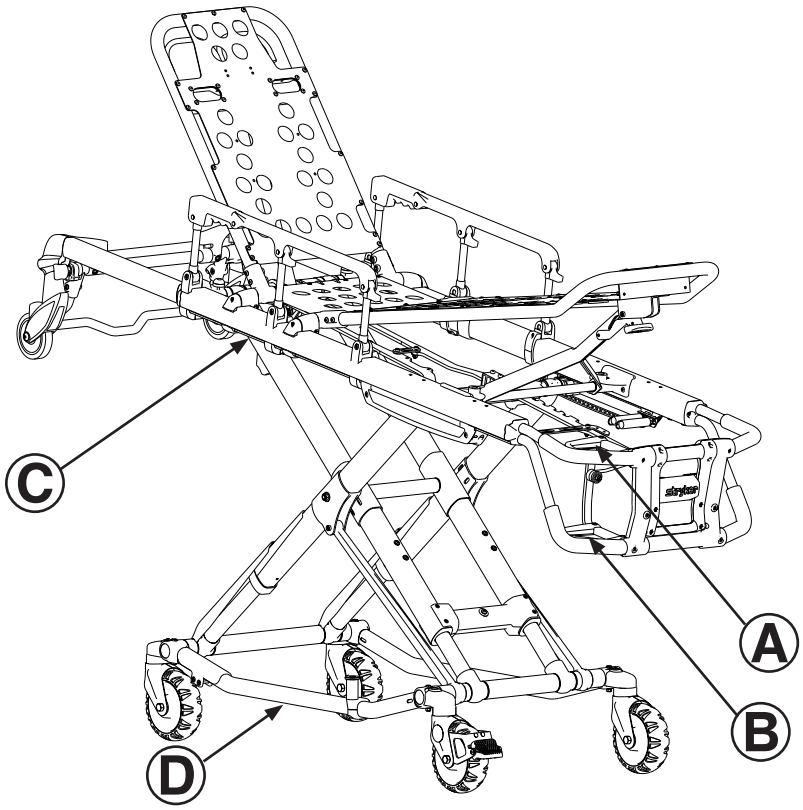

Figure 13
1. L’opérateur situé du côté pieds de la civière enclenche la poignée de libération (A ou B) tout en maintenant fermement les barres de soulèvement (cf. Figure 13).
2. L’opérateur à droite ou à gauche du patient (selon l’emplacement de la poignée de libération) attrape la poignée de libération située au milieu du plan de couchage (C). Les deux opérateurs doivent lever la civière jusqu’à ce que le poids ne porte plus sur le mécanisme de verrouillage (environ 6,35 mm - cf. figure 13).
4. **Opérateur 1** – Saisir le cadre de la civière du côté pieds. Soulever le côté pieds de la civière jusqu'à ce que son poids ne porte plus sur le mécanisme de verrouillage. Appuyer sur la poignée de libération et la maintenir (A ou B, comme le montre la Figure 13 en page 2-26).